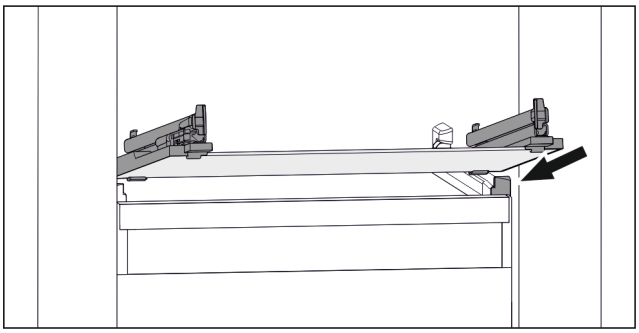

Fig. 72 Example illustration of glass shelf
▶ Position glass shelf at an angle behind the stoppers. (see Fig. 72)